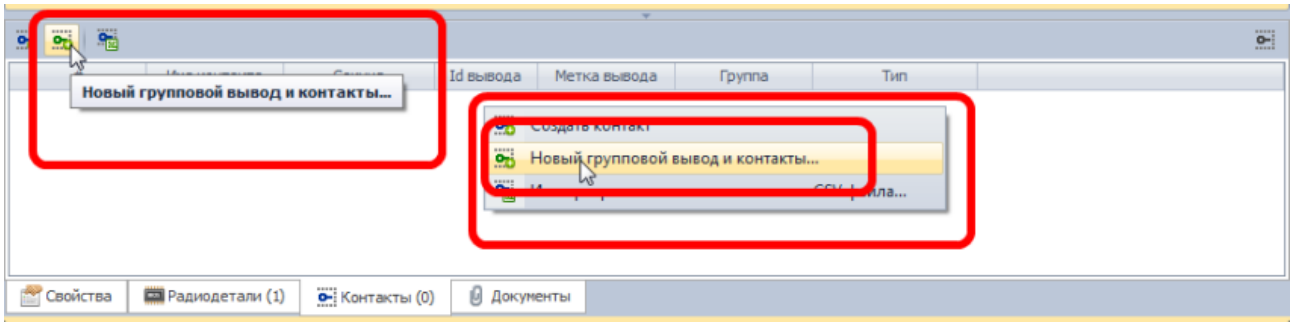

Рис. 278. Добавление нового группового вывода и контактов
1. Нажать кнопку - «Новый групповой вывод и контакты…», которая расположена на панели инструментов закладки, либо воспользоваться контекстным меню в таблице контактов, см. Рис. 278.